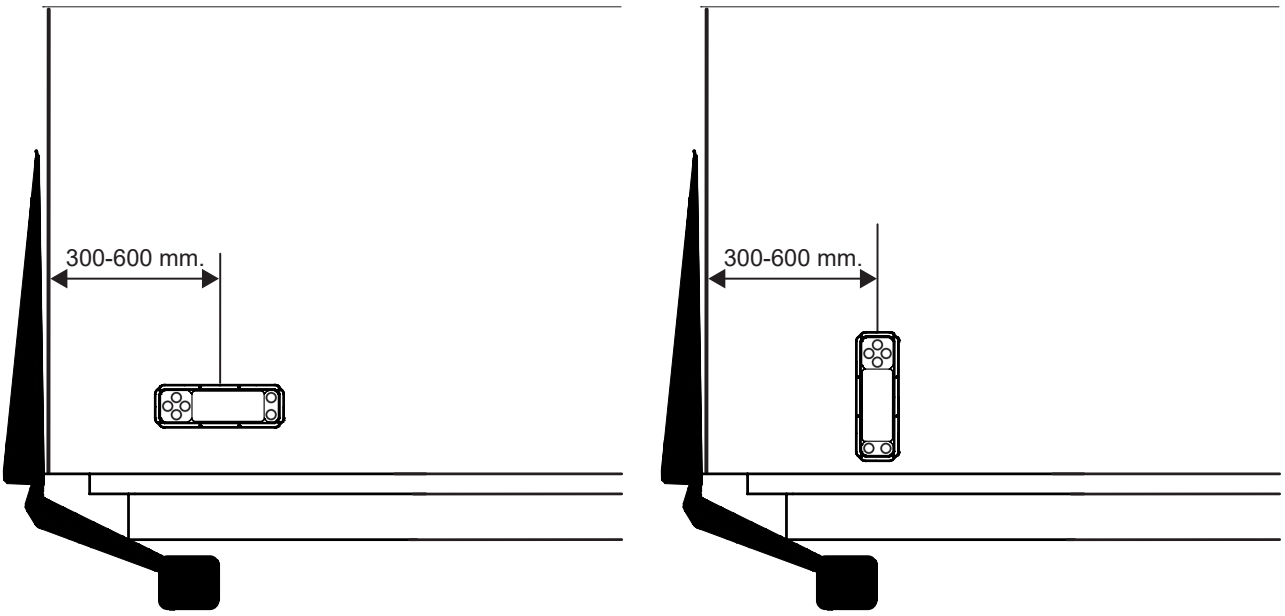

*Figura 62. Montaje del actuador*
5. A continuación, monte el actuador en el armario. Figura 62